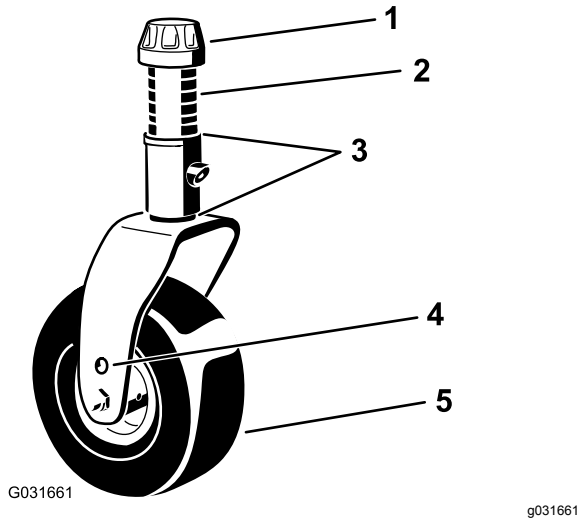
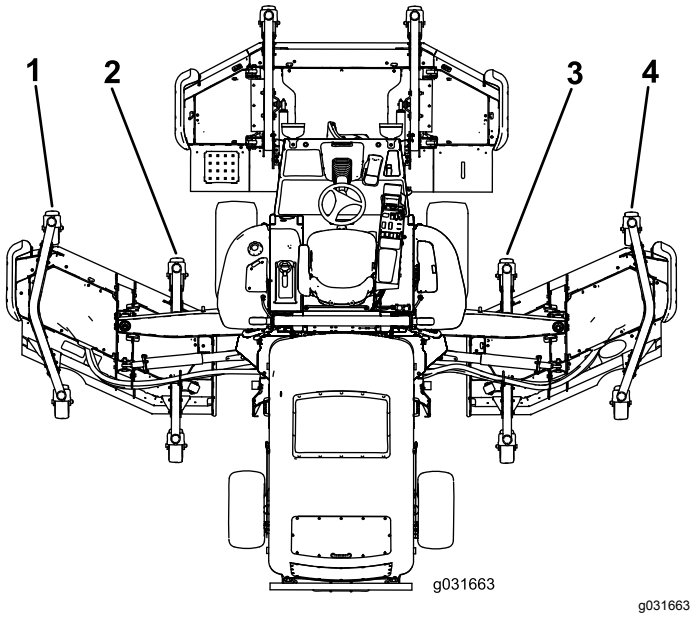

Figur 43
Figur 44
5. Hvis den inderste kant på det udvendige plæneklipperskjold er for høj i forhold til den udvendige kant på frontplæneklipperskjoldet, skal du fjerne et afstandsstykke fra bunden af den forreste, inderste styrehjulsarm på det udvendige plæneklipperskjold (Figur 43 og Figur 44).
6. Hvis den inderste kant stadig er for høj, skal du fjerne et ekstra afstandsstykke fra bunden af den forreste, inderste styrehjulsarm på det udvendige plæneklipperskjold og et afstandsstykke fra den forreste, yderste styrehjulsarm på det udvendige plæneklipperskjold (Figur 43 og Figur 44).
7. Hvis den inderste kant på det udvendige plæneklipperskjold er for lav i forhold til den yderste kant på frontplæneklipperskjoldet, skal du tilføje et afstandsstykke (3 mm) på bunden af den forreste, inderste styrehjulsarm på det udvendige plæneklipperskjold (Figur 43 og Figur 44).